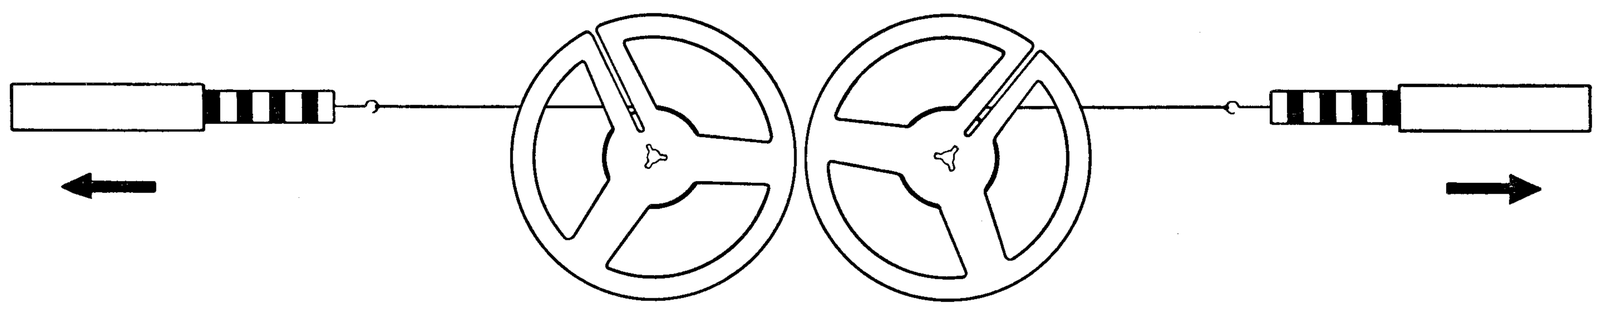

Fig. 4
2.1 Checking the Clutches (see Fig. 4)
Switch off the recorder and return all control keys to their respective rest positions. Place on the turntable of the clutch to be checked a reel which holds approx. 20" of tape (core diameter of the reel: 60 millimeters or approx. 2.4") according to Fig. 4. Hook a spring balance to the looped free end of the tape and pull the balance away from the reel.